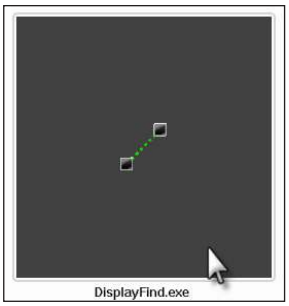

Figure 12: *DisplayFind Icon*
2. Launch the DisplayFind application by double-clicking the **DisplayFind** icon. Refer to **Figure 12**.